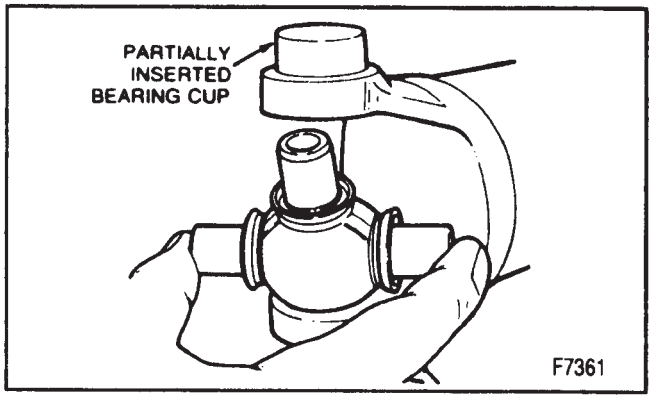

Figure 10—Partially Inserted Bearing Cup
1. One bearing cup part way into one side of the yoke (figure 10).
- With the trunnion seated in the bearing cup press the bearing cup into the yoke until it is flush with the yoke ear (figure 10).